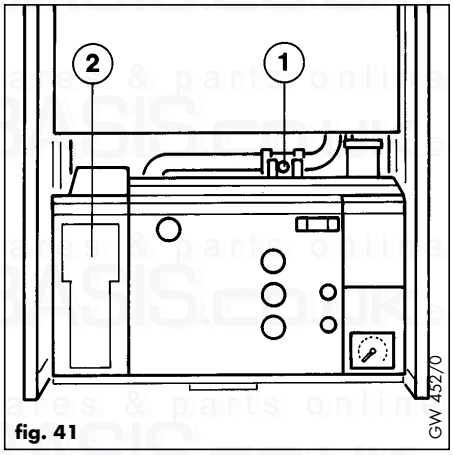
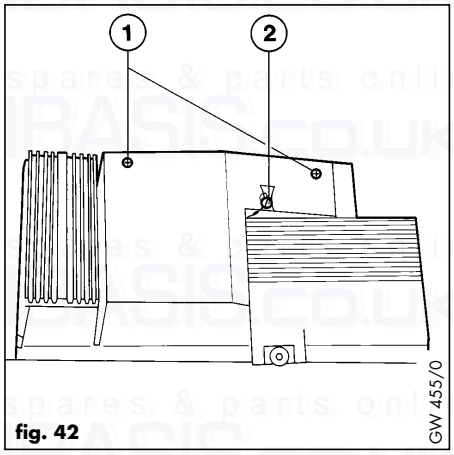

fig. 41
fig. 42
- Remove screw (1, fig. 41) and lower control panel.
- Remove cover screw (2, fig. 42) to access the range rating potentiometer beneath.
- After setting, refit cover screw (2, fig. 42) and resecure control panel (1, fig. 41).